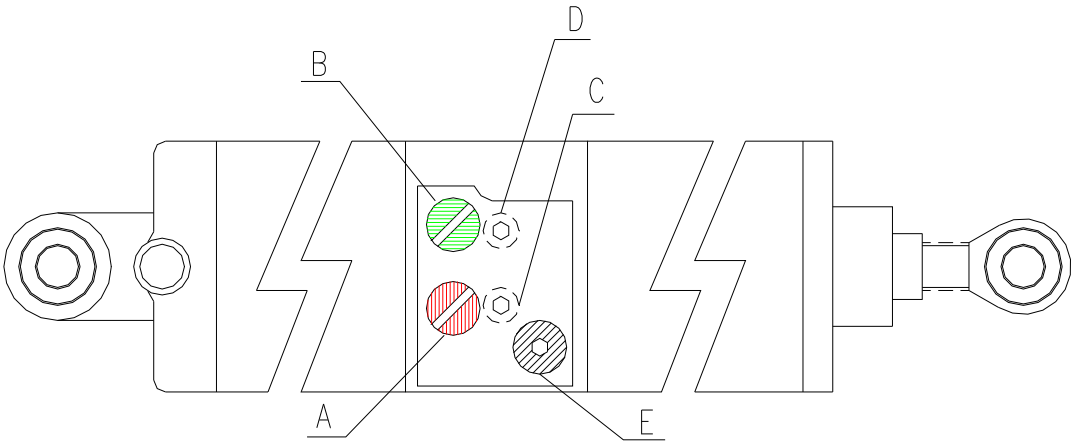

Figura 3
9. Seguidamente ajustaremos la presión de la Unidad con las válvulas marcadas como “A” y “B” de la figura 3, a una vuelta más del mínimo para que la unidad empiece a funcionar. La válvula de color verde controla la presión de bajada y la roja la de subida.
Coger una llave de 5 e introducirla en tornillo marcado como “E” de la figura 3 y desenroscar 1 vuelta.
Si queremos poder volver a utilizar la barrera automáticamente siempre debemos volver a reapretar el tornillo “E“ de la figura 3.